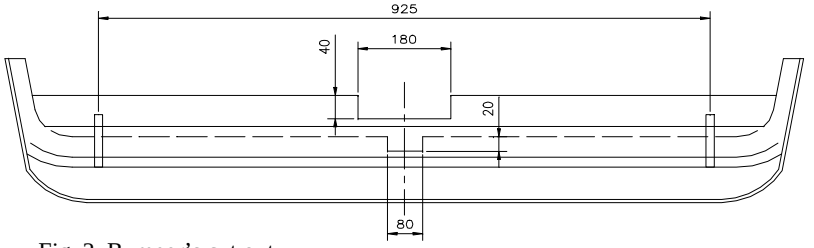

Fig. 2. Bumper's cut out
-In plastic „gutter” (in axis) cut out his fragment 180x40, and next in bottom part of bumper cut out fragment 80x20, as shown in fig. 2.
7. Fix tow-ball (pos. 2) and socket plate (pos. 3) by bolts M12x75mm (pos. 4) from accessories.